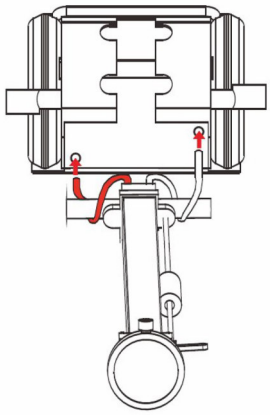
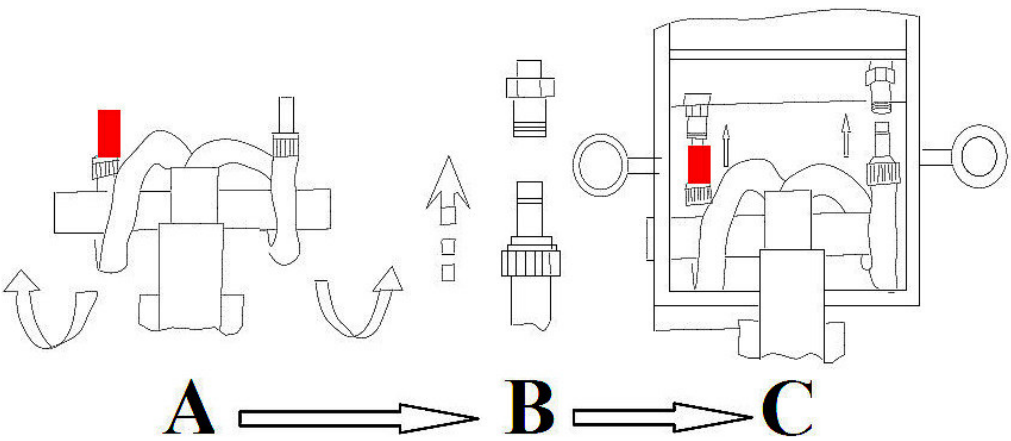
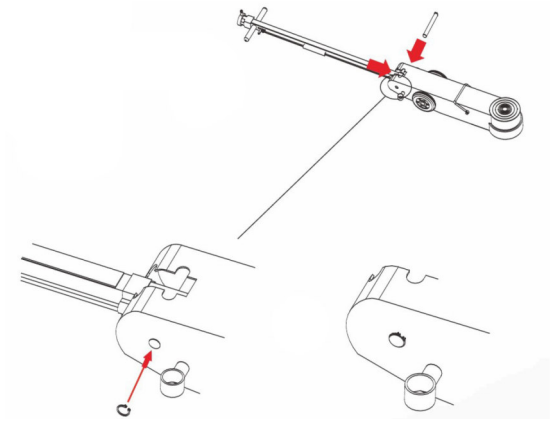

Fig. 5: Conexión de las líneas de aire, modelos WWH 40003 y 60000 PH
Fig. 6: Conexión de líneas de aire comprimido modelo WWH 50002 PH
Fig. 7: Montaje de la palanca de la bomba
Paso 1: Conecte las líneas de aire al aire comprimido conexiones en el gato de piso (Fig. 5 y Fig. 6 para los modelos WWH 40003 y 60000 PH) (Fig. 7 para el modelo WWH 50002 PH).